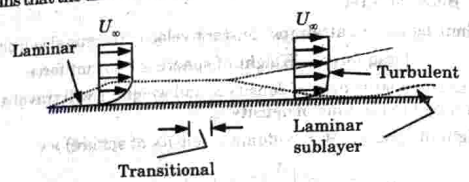

Fig. 4.8.1. Laminar-turbulent transition.
3. In this sub-layer, the flow is well behaved, just as the laminar boundary layer (Fig. 4.8.1).
8. The development starts with a laminar profile, undergoes a transition, changes over to turbulent profile and then stays turbulent thereafter (Fig. 4.8.1).